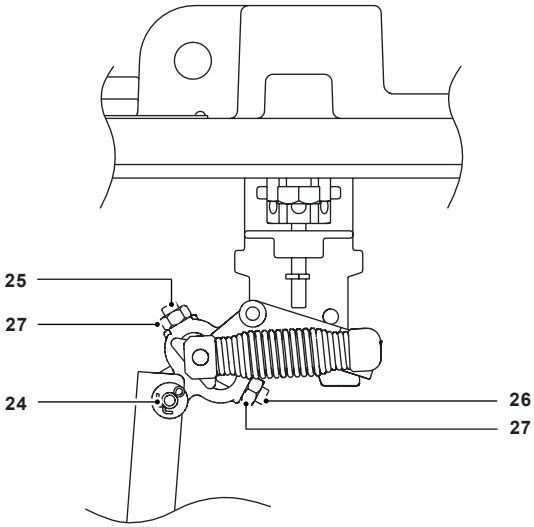

Fig. 12
Note: The socket set screws (Fig. 12 items 25, 26) are factory set and must not be disturbed during the following maintenance procedures.
a. Remove shaft (item **24**, Fig. 12) from mechanism end of connector rod and rotate float and connector rod to opposite side of pillar.